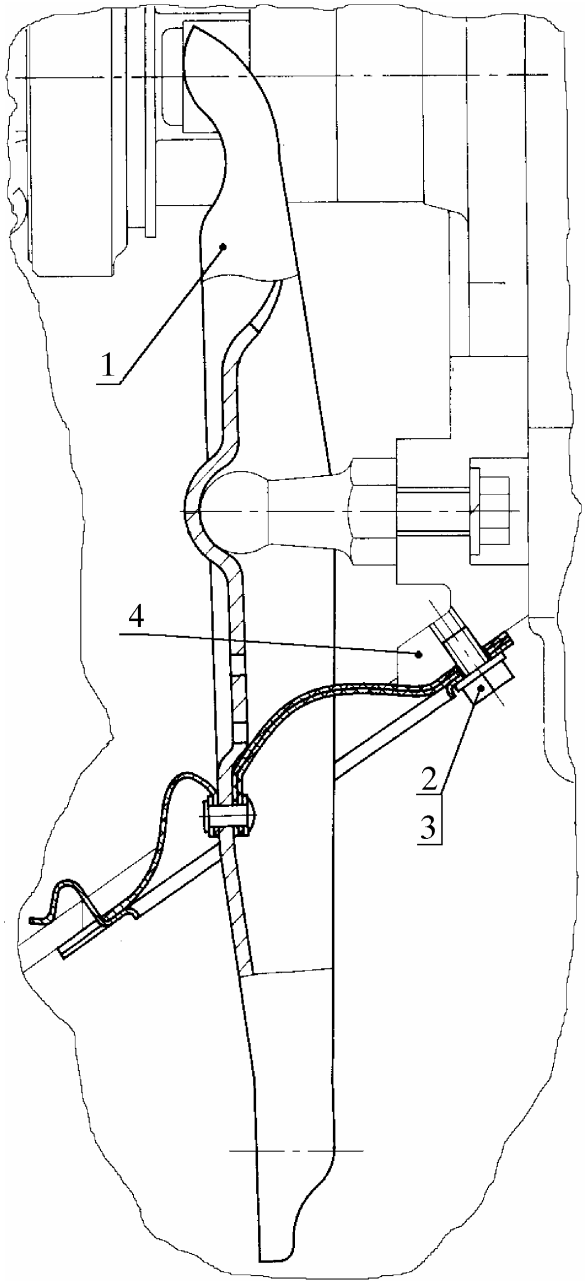

Рис. 14. Снятие вилки выключения сцепления:
4.9. **Снять вилку 1** (рис. 14**) выключения сцепления** с чехлом в сборе, вывинтив болт 2 с шайбой 3 крепления чехла к картеру 4 сцепления